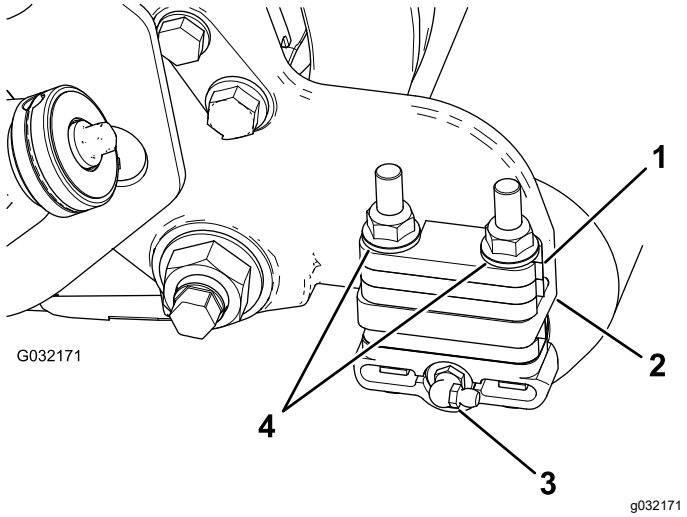

Figura 6
1. Retire el engrasador del rodillo del lateral de la unidad de corte donde está situado el alojamiento del cepillo del rodillo (Figura 6).
3. Retire las 2 contratuercas con arandela prensada que sujetan cada soporte de rodillo a las chapas laterales, **así como cualquier espaciador de 6 mm situado encima de la brida de montaje de la chapa lateral** (Figura 6).